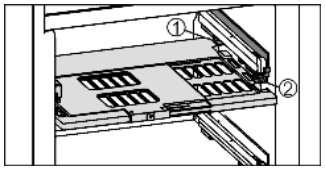

Fig. 11
▶ Установка пластины регулировки влажности: поперечные ребра крышки на пластине вставить через низ в задний держатель *Fig. 11 (1)* и защелкнуть спереди на держателе *Fig. 11 (2)*.